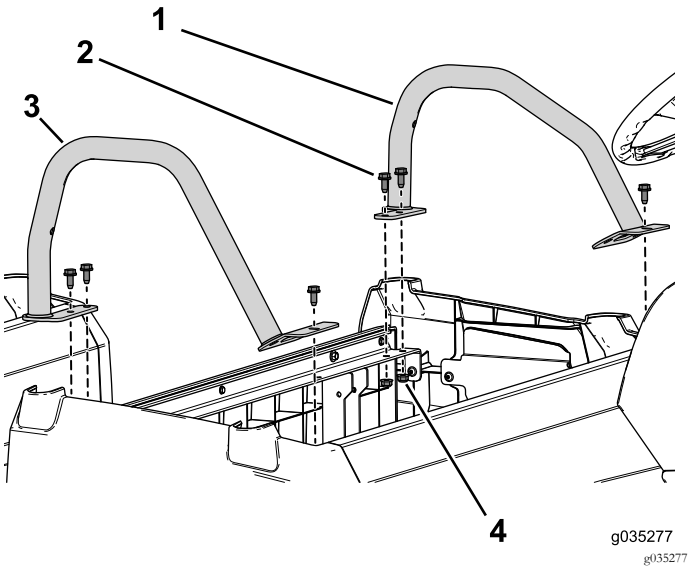

Figur 51
3. Brug de seks flangebolte (3/16 x 3/4 tomme) og flangemøtrikker til at fastgøre venstre og højre hoftestøtte til den forreste sædesokkel (Figur 51).